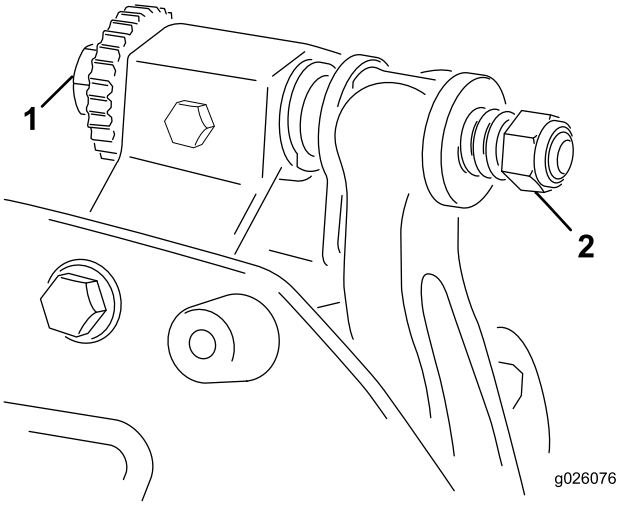

Rysunek 4
2. Przechyl jednostkę tnącą, aby odsłonić nóż dolny i wirnik. **Upewnij się, że nakrętki i śruby regulujące w tylnej części noża dolnego nie opierają się o powierzchnię roboczą (Rysunek 4)**.